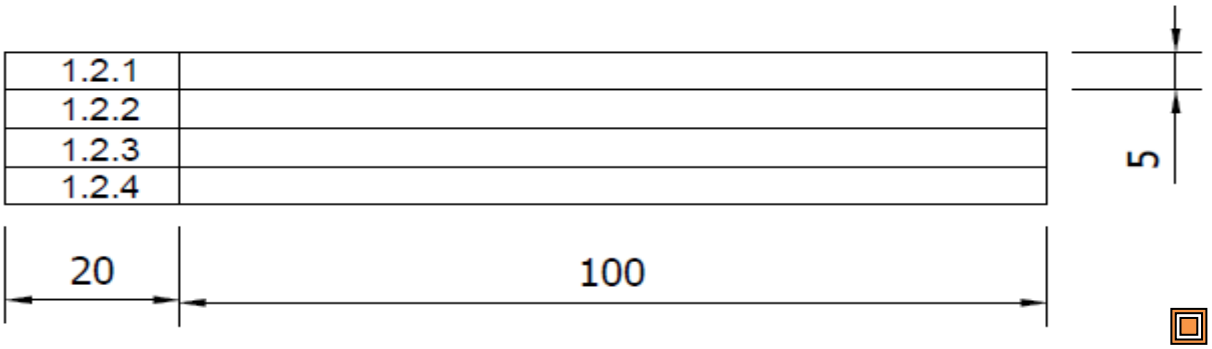

FIGUUR 1 (1)
1.1 Teken die antwoordblok in FIGUUR 1 in ware grootte op die TEKENVEL oor.